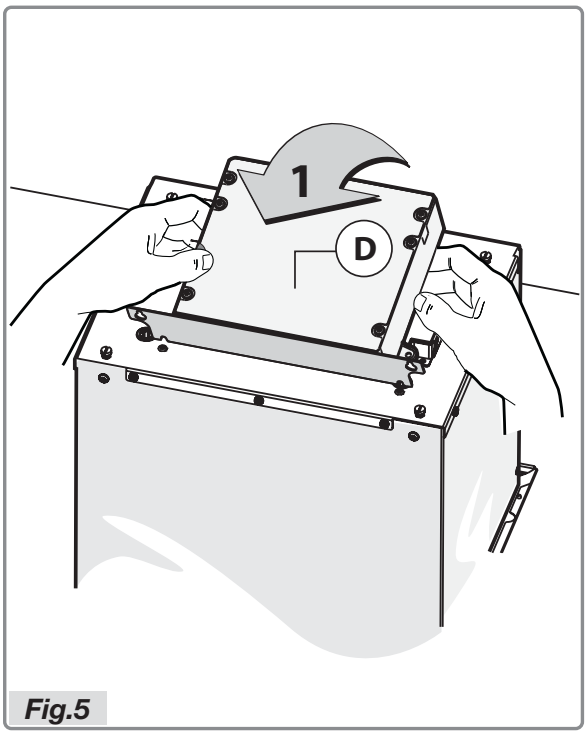

Fig.5
- Avant d'installer la hotte, fixer la boîte électrique **D**. Soulever la boîte électrique (Fig.5).